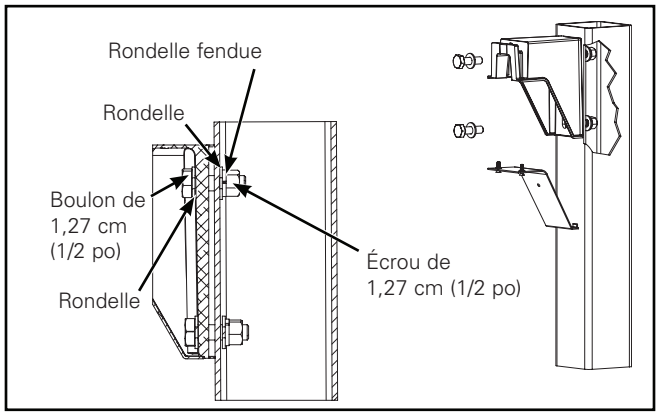

Figure 2.
2. Montez le bras sur le poteau carré ou rond à l'aide des boulons longs de 0,6 cm x 4,4 cm (1/2 po x 1 3/4 po) et des écrous fournis, comme illustré. Serrez les boulons à 55 Nm (40 pi-lb). (Figure 2.)